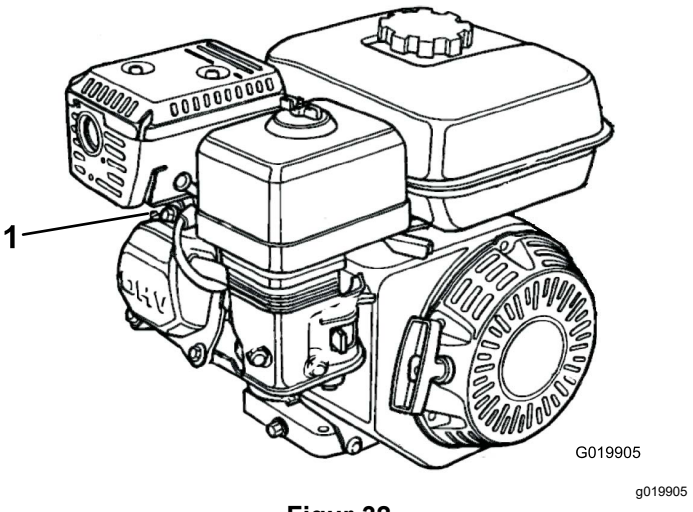

Figur 32
2. Kobl tændrørskablet fra tændrøret (Figur 32).